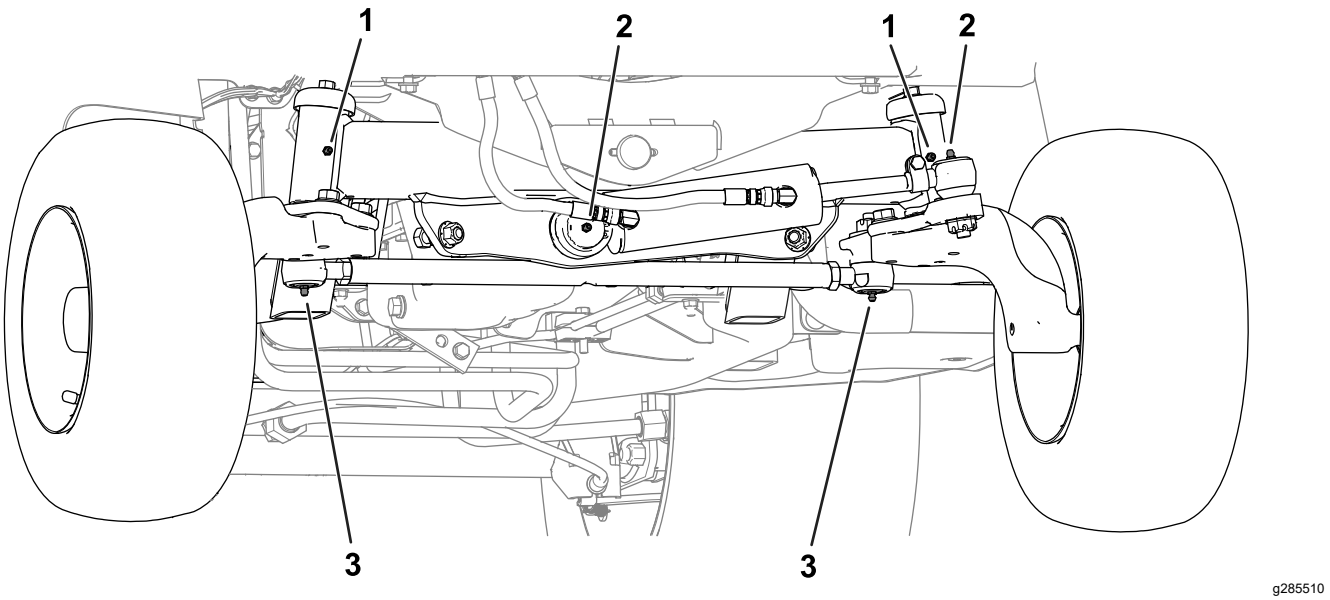

Figur 49
- **Maskinens bakre del** (Figur 49):
- Hydraulcylinderns kulled (2)
- Axelspindelnav (2)
- Dragstångsändar (2)